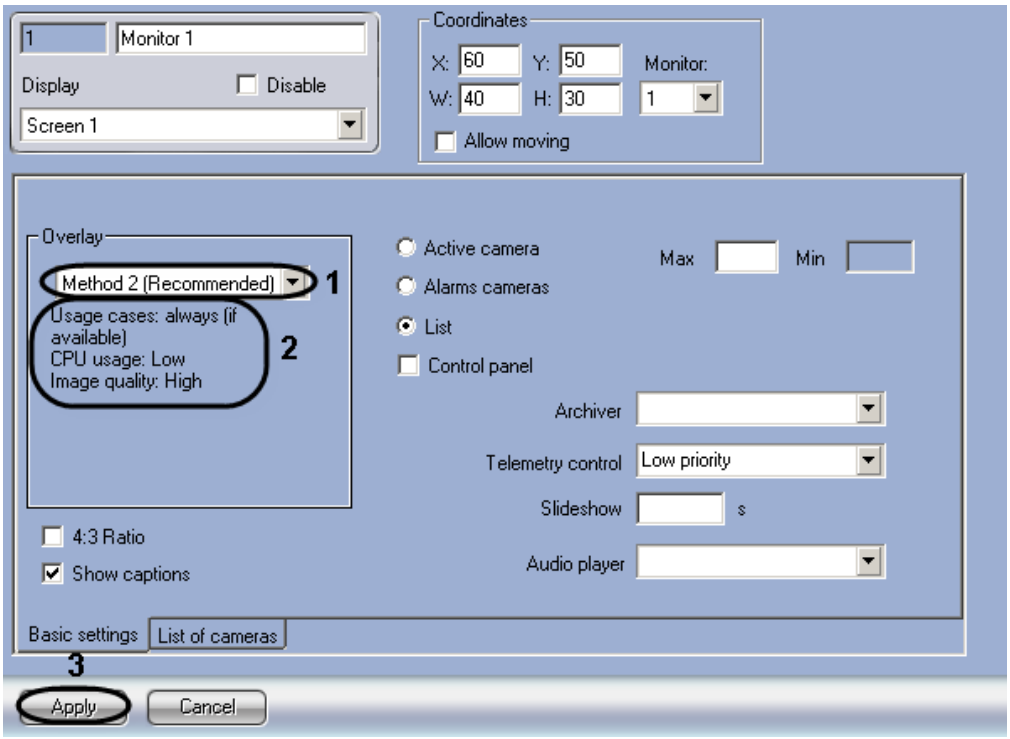

Figure 8.4-46 Selecting the overlay mode
1. Got to the settings panel for the “Monitor” interface object (Figure 8.4-46).
2. Select the required overlay mode in the “Overlay” drop-down list in the “Basic settings” tab (Figure 8.4-46, 1).
Note. There is a description of the selected overlay mode in the field below the drop-down list (Figure 8.4-46, 2). If the “Method1” is selected, then the layout with simultaneous displaying of six camera boxes is unavailable.
3. To save all the changes, click the “Apply” button (Figure 8.4-46, 3).